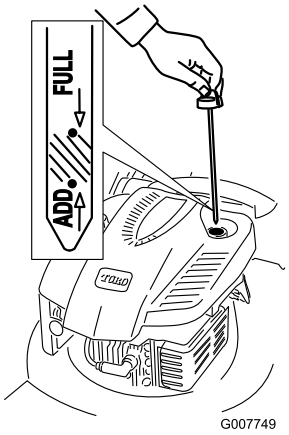

Bild 8
1. Ziehen Sie den Peilstab heraus (Bild 8).
2. Füllen Sie das Öl **langsam** in den Einfüllstutzen ein, um den Ölstand auf die Marke **Voll** am Peilstab anzuheben.Bild 8 **Füllen Sie nicht zu viel ein.** (Max. Füllstand: 0,59 l, Typ: Waschaktives SAE 30-Öl mit der Klassifizierung SF, SG, SH, SJ, SL oder höher durch das American Petroleum Institute (API).
1. Nehmen Sie den Peilstab heraus und wischen Sie ihn ab. Stecken Sie ihn dann ganz ein (Bild 8).
2. Nehmen Sie den Peilstab heraus und prüfen Sie den Ölstand (Bild 8). Wenn der Ölstand unter der **Nachfüll**-Marke ist, gießen Sie **langsam** Öl in den Einfüllstutzen, um den Ölstand auf die **Voll**-Marke am Peilstab anzuheben. **Füllen Sie nicht zu viel ein.** (Max. Füllstand: 0,59 l, Typ: Waschaktives SAE 30-Öl mit der Klassifizierung SF, SG, SH, SJ, SL oder höher durch das American Petroleum Institute (API).